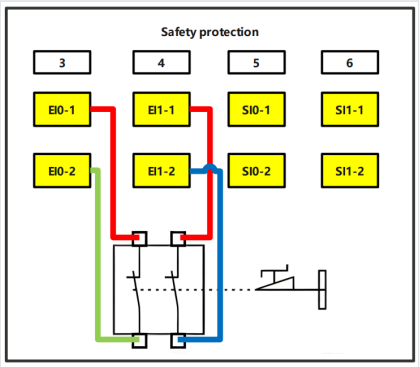

Rys. 21. Dodatkowy grzyb: dwa styki, kanały EI0 i EI1 (dokumentacja FAIRINO).
3. Poprowadź każdy kanał przez osobny styk rozwierny (NC) urządzenia: pierwszy styk między EI0-1 a EI0-2, drugi między EI1-1 a EI1-2 (rys. 21). Styk rozwierny jest zamknięty w stanie normalnym, tak jak